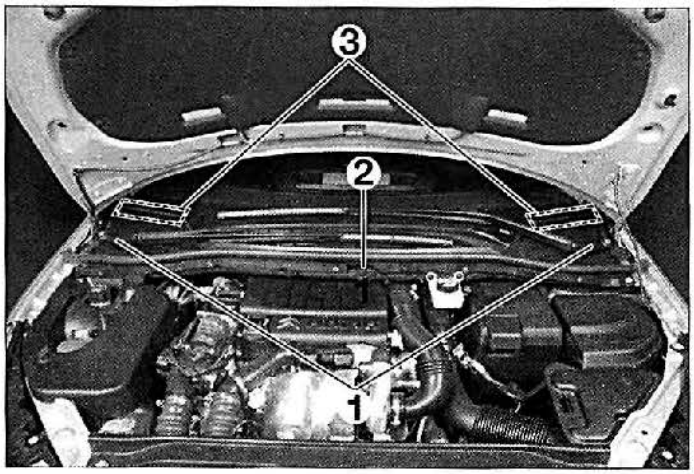

FIG. 22
• Desmontar los brazos de limpiaparabrisas (1) **(fig. 22)**.
• Desmontar la grapa central (2).
• Desengrapar la rejilla del salpicadero en los lugares indicados (3) y extraer la rejilla del salpicadero.